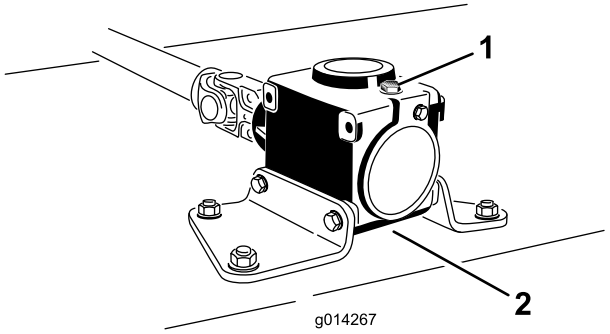

Figuur 42
6. Verwijder de peilstok/vulplug op de bovenkant van de tandwielkast (Figuur 42) en controleer of het peil van de tandwielolie tussen de merktekens op de peilstok staat.
6. Verwijder de peilstok/vulplug op de bovenkant van de tandwielkast (Figuur 42).